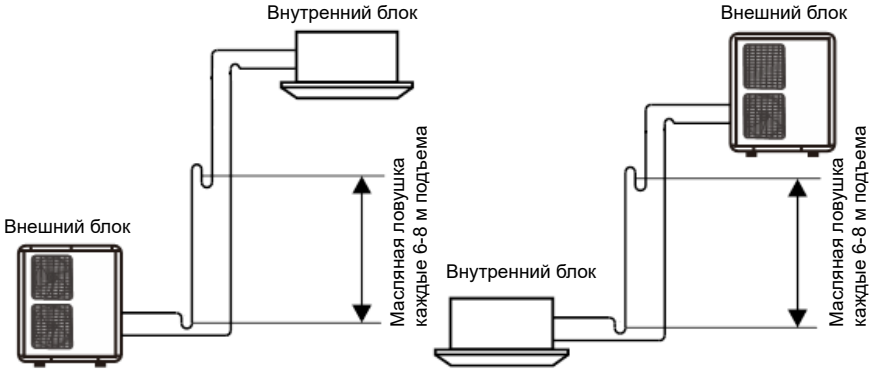

Рисунок 44 - Схема выполнения масляных петель и ловушек
• Если разница высот по вертикали превышает 5 м, масляные ловушки должны быть установлены в нижней части газовой трубы и через каждые 6-8 м подъема. Кроме того, необходимо выполнить петлю на жидкостной трубе при выходе к блоку, расположенному выше (см. рис. 44).